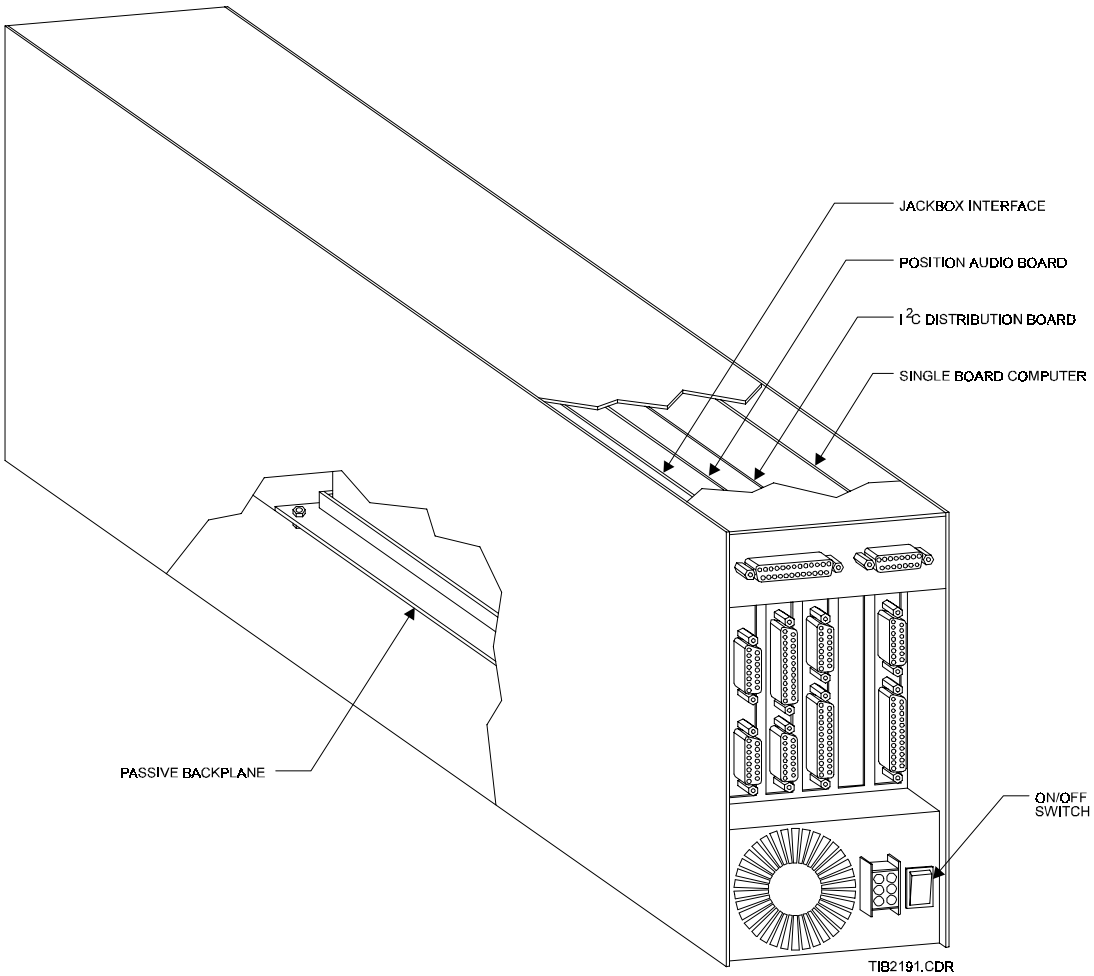

***Figure 5-76. Mini-BOP Position Card File***
**Figure 5-76** illustrates the Mini-BOP position card file. Physically identical to the TED card file, it is installed inside the console and contains four (vice five for the TED) cards as follows:
As with the TED position card file, this unit contains an ON/OFF switch (as shown in **Figure 5-76**) that controls application of power to the card file circuitry, including the four cards and the hard drive.